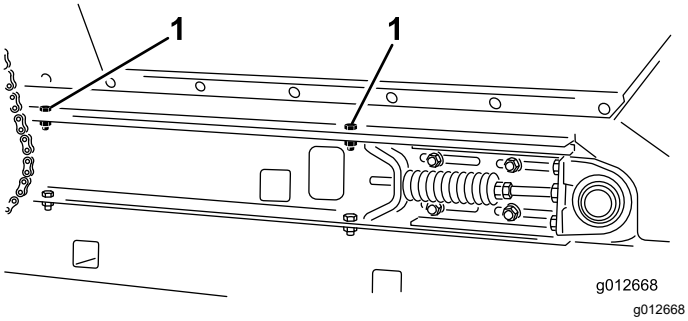

Figur 37
4. På hver side av maskinen fester du beholderen til gliderammeskinnene (Figur 37) med de to hodeskruene, to skivene og to låsemutterne du fjernet i Demontere skyveplanet (side 23).